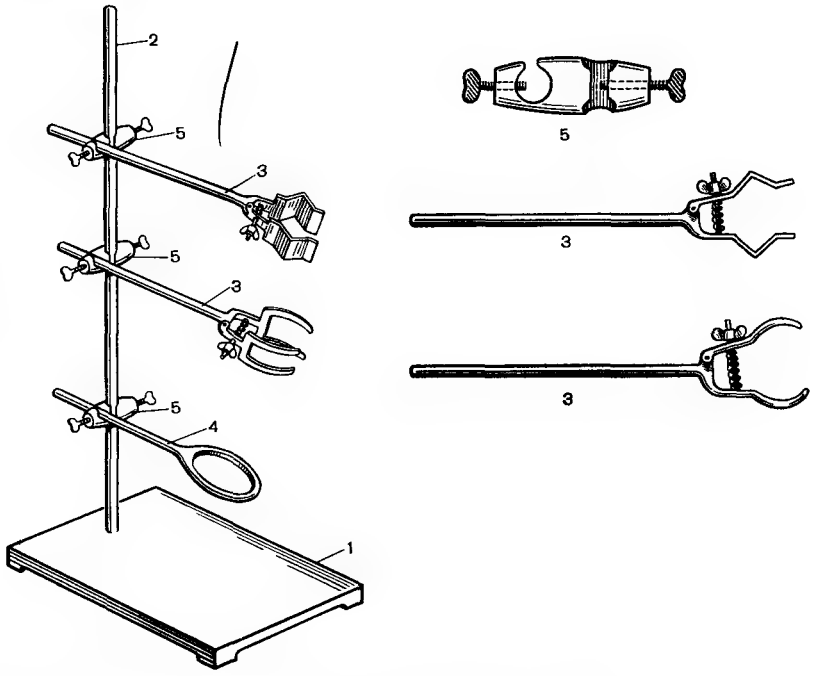

Рис. 20.8. Лабораторный штатив. **Объяснение в тексте.**
Приборы крепятся на лабораторных **штативах** (рис. 20.8). Штатив состоит из металлической плиты (1), к которой прикреплена вертикальная штанга (2). Отдельные части прибора крепятся на штати-